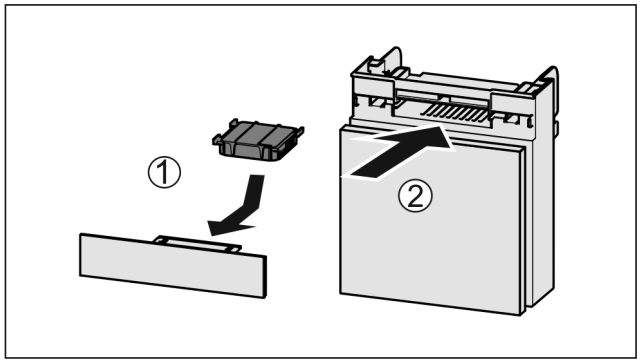

Fig. 227
▶ Insérer le filtre à charbon actif d'après le schéma *Fig. 227 (1)*.
▶ Insérer le compartiment *Fig. 227 (2)*.